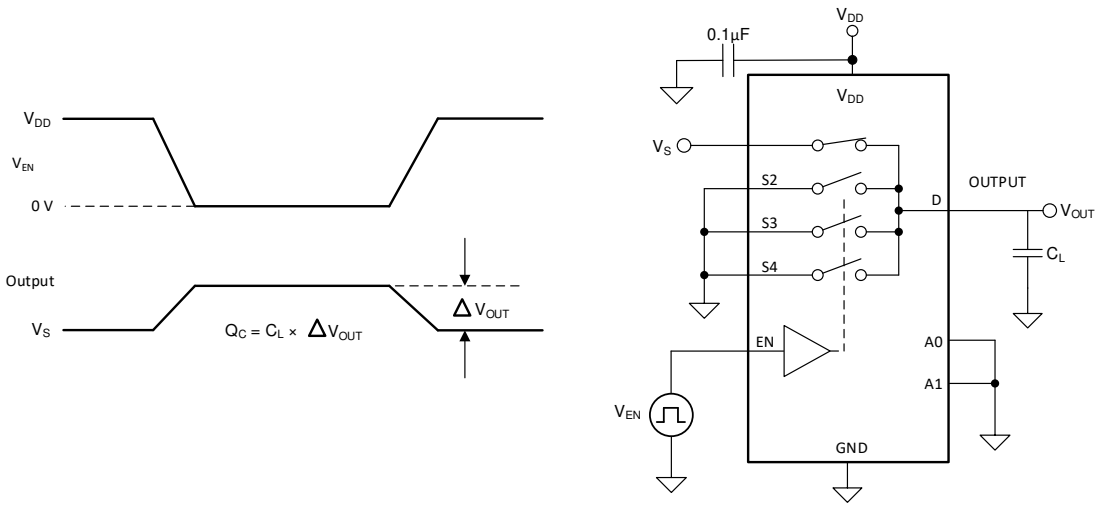

图 13. Charge-Injection Measurement Setup
The TMUX1204 has a transmission-gate topology. Any mismatch in capacitance between the NMOS and PMOS transistors results in a charge injected into the drain or source during the falling or rising edge of the gate signal. The amount of charge injected into the source or drain of the device is known as charge injection, and is denoted by the symbol Q_C. 图 13 shows the setup used to measure charge injection from source (Sx) to drain (D).